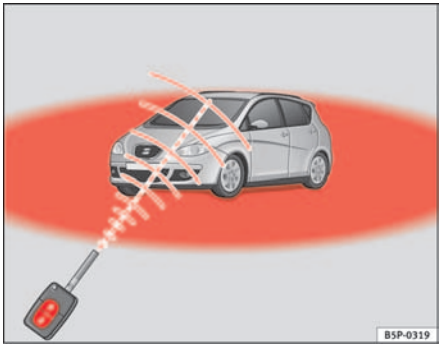

Fig. 65 Range of the remote control
- The remote control functions only when you are in range ⇒ page 100, fig. 65 (red area).
- If the vehicle is unlocked using the 🔓 (1) button, the vehicle will be locked again automatically if any of the doors or the tailgate are not opened within 30 seconds of unlocking the vehicle. This function prevents the vehicle from remaining unlocked if the unlocking button is pressed by mistake.